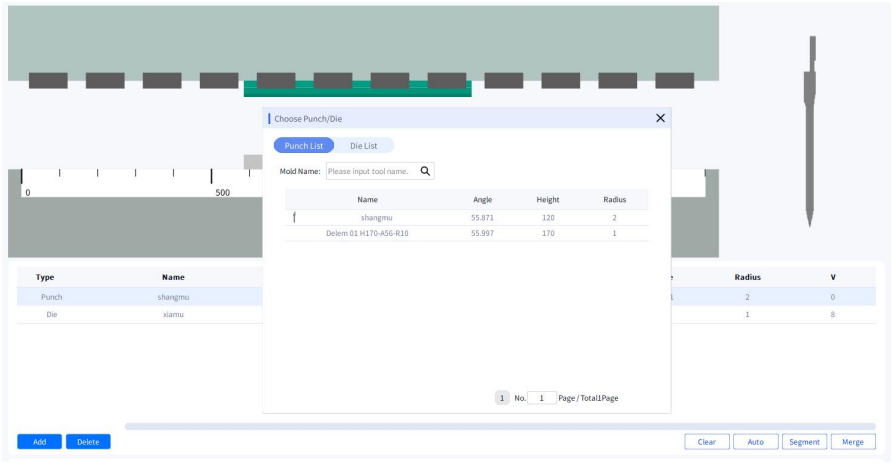

Figure 5-29 : Adding a Mold
(1) Add: Click the Add button, select either the upper or lower mold, and insert a mold segment into the largest available space, as shown in Figure 5-29.